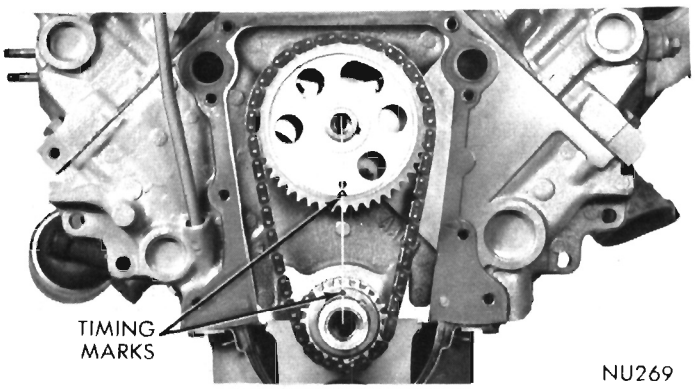

Fig. 26—Alignment of Timing Marks
(8) Place timing chain around both sprockets.
(9) Turn crankshaft and camshaft to line up with keyway location in crankshaft sprocket and in camshaft sprocket.
(10) Lift sprockets and chain (keep sprockets tight against the chain in position as described).
(11) Slide both sprockets evenly over their respective shafts and use a straight edge to check alignment of timing marks (Fig. 26).
(12) Install the fuel pump eccentric, cup washer, and camshaft bolt. Tighten bolt to 35 foot-pounds.
(13) Check camshaft for .002 to .006 inch end play with a new thrust plate and up to .010 inch end play with a used thrust plate. If not within these limits install a new thrust plate.
(14) If within limits, slide the crankshaft oil slinger over shaft and up against sprocket (flange away from sprocket).